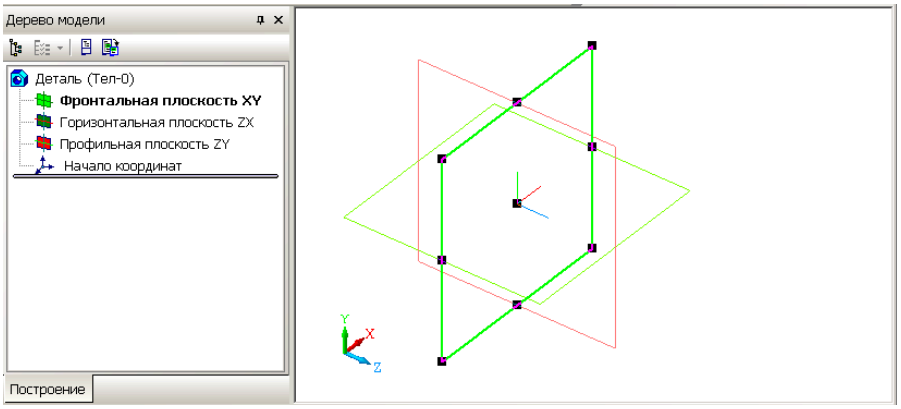

Рис. 10.6. Выделение **Фронтальной плоскости**.
1.9. Выберите в окне **Дерево модели Фронтальную плоскость.** Выбранная плоскость выделяется: на ней появляются характерные точки (рис. 10.6). Размер прямоугольника, конечно, можно поменять, но этого делать пока не нужно.